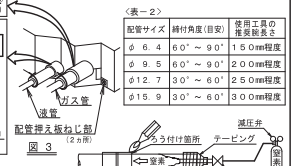

図3　図4
- ●配管接続部は気密試験(注1)・冷媒漏えい検査後、必ず断熱材工事を行ってください。(図3参照)
- ●液管・ガス管にそれぞれ継手用断熱材 ⑧ ⑨ を使用して断熱工事を行ってください。
(継手用断熱材 ⑧ ⑨ の両端をクランプ材 ③ にて締め付けてください。クランプ材の余分な部分は切断してください。)　(図3参照)
- ●液管・ガス管とも、継手用断熱材 ⑧ ⑨ (フレアナット部) の上からシール材 (中-1・2) ⑪ ⑫ をフレアナット接続部の上部に巻き付けてください。　(図3参照)